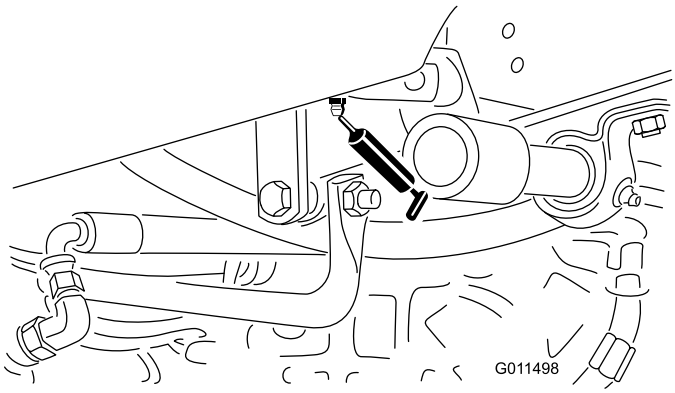

Figura 38
- Casquillo del pivote del pedal de tracción (1) (Figura 38)